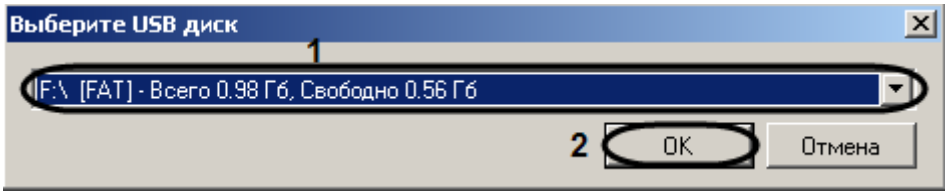

Figure 12.16-9 Selecting the disk with the query file
1.2 Select the query file in the drop-down list (Figure 12.16-9, 1).
1.3 Click the “OK” button (Figure 12.16-9, 2).